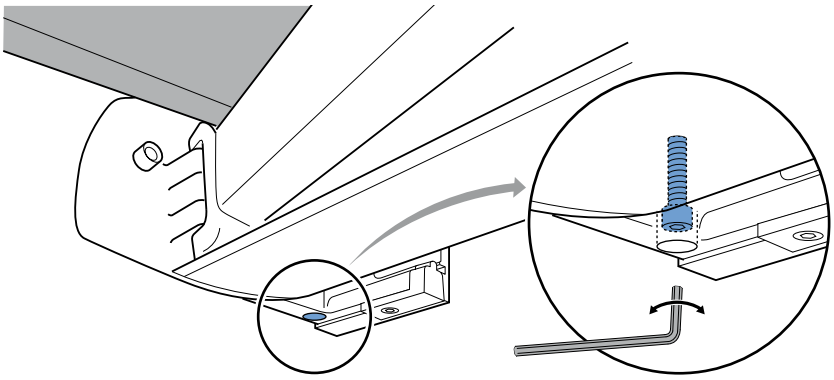

Abb. 5.1 Lage der Inbusschraube links
2. Die Neigung der Markise kann mithilfe der Inbusschraube bestimmt werden, die sich rechts und links unten im Montagebügel befindet. Siehe Abbildung 5.1.